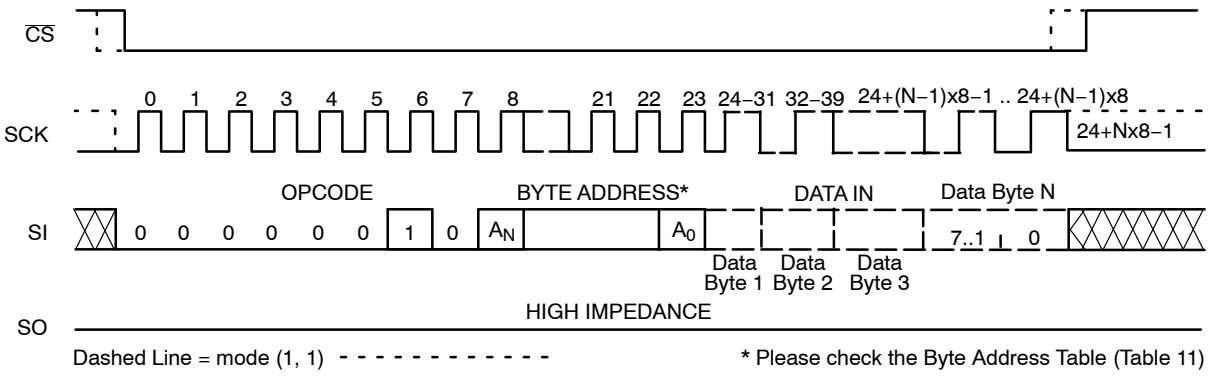

Figure 6. Page WRITE Timing
After sending the first data byte to the NV25xxx, the host may continue sending data, up to a total of 64 bytes, according to timing shown in Figure 6. After each data byte, the lower order address bits are automatically incremented, while the higher order address bits (page address) remain unchanged. If during this process the end of page is exceeded, then loading will “roll over” to the first byte in the page, thus possibly overwriting previously loaded data. Following completion of the write cycle, the NV25xxx is automatically returned to the write disable state.
The additional 64−byte Identification Page (IP) can be written with user data using the same Write commands sequence as used for Page Write to the main memory array (Figure 6). **The IPL bit from the Status Register must be set (IPL = 1) using the WRSR instruction, before attempting to write to the IP.** The address bits [A15:A5] are Don’t Care and the [A4:A0] bits define the byte address within the Identification Page. In addition, the Byte Address must point to a location outside the protected area defined by the BP1, BP0 bits from the Status Register. When the full memory array is write protected (BP1, BP0 = 1,1), the write instruction to the IP is not accepted and not executed. Also, the write to the IP is not accepted if the LIP bit from the Status Register is set to 1 (the page is locked in Read−only mode).